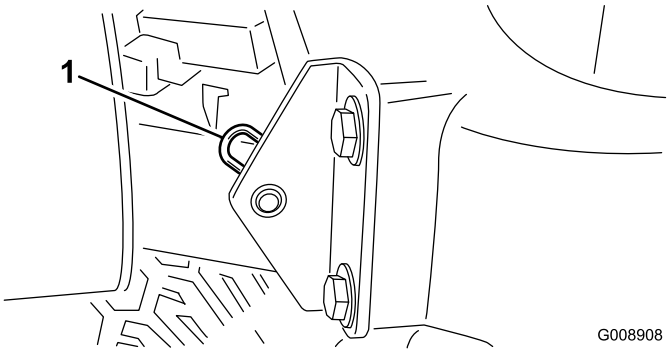

Figur 30
2. Ta bort hårnålssprinten som fäster motorhuvstappen till fästskivorna (Figur 30).
Obs: För att smörja nipplarna på rullarna (Figur 30) behövs en adapter till smörjpistolens munstycke. Beställ Toro artikelnr 107-1998 från din auktoriserade Toro-återförsäljare.